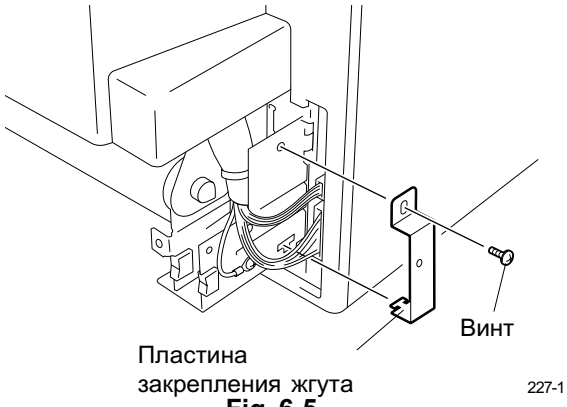

Fig. 6-5
3. Снимите ADU. (см. с Fig. 6-5 по 6-9)
4. Снимите ADU. (см. с Fig. 6-5 по 6-9)